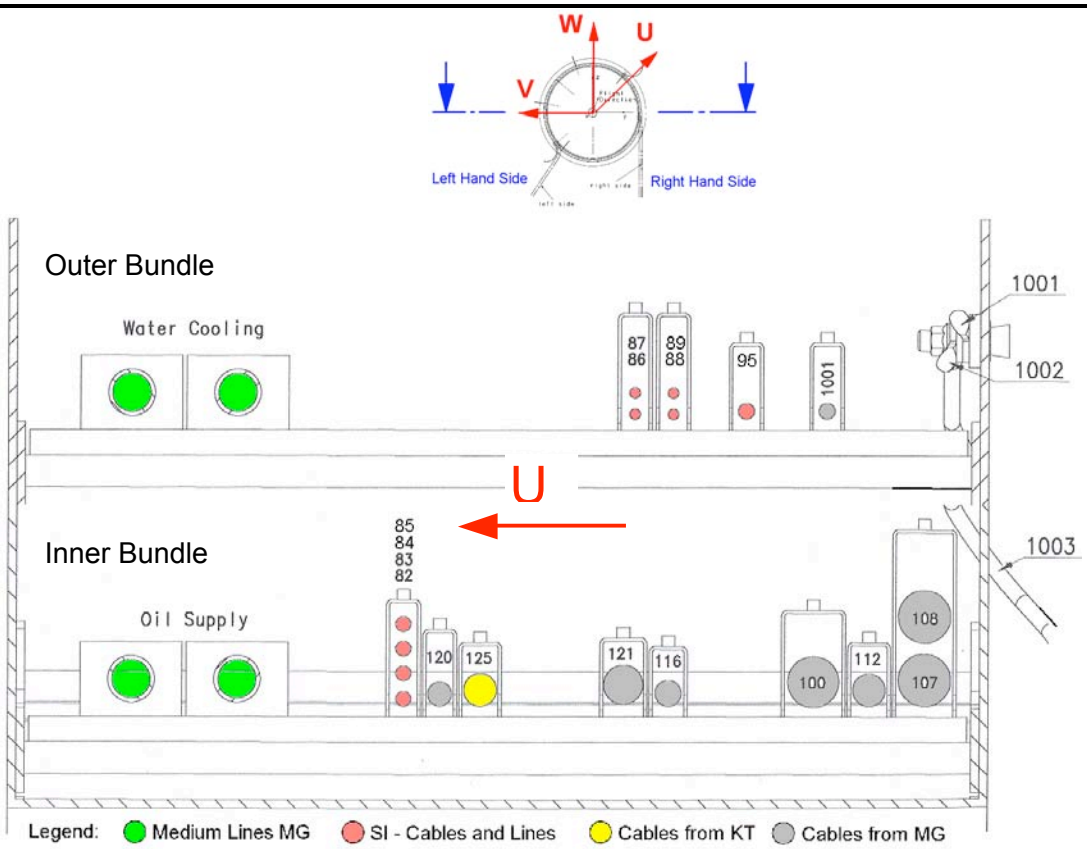
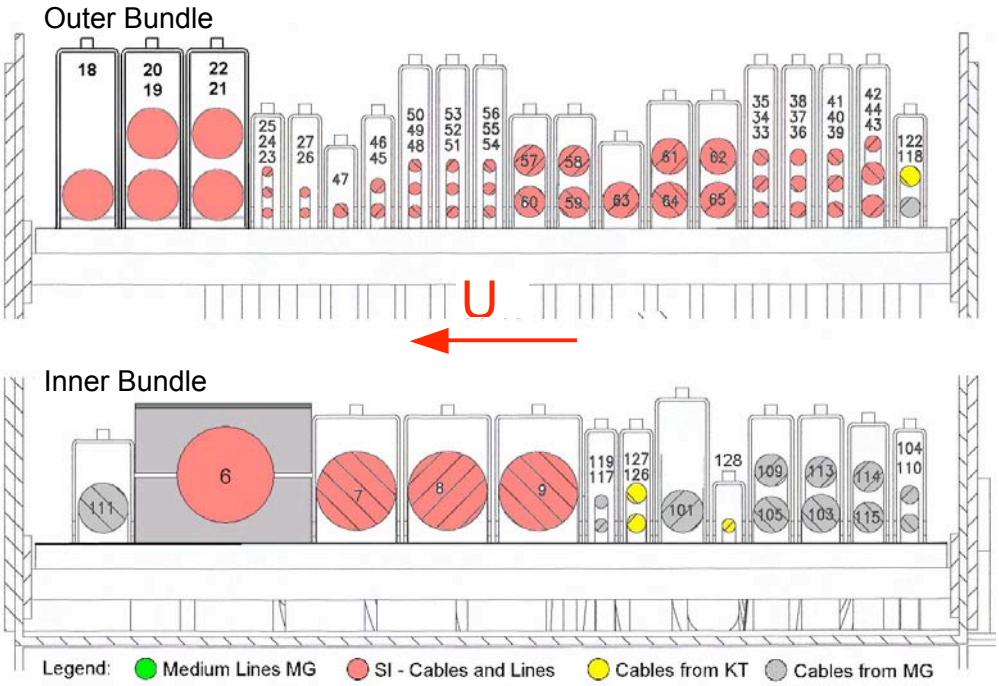
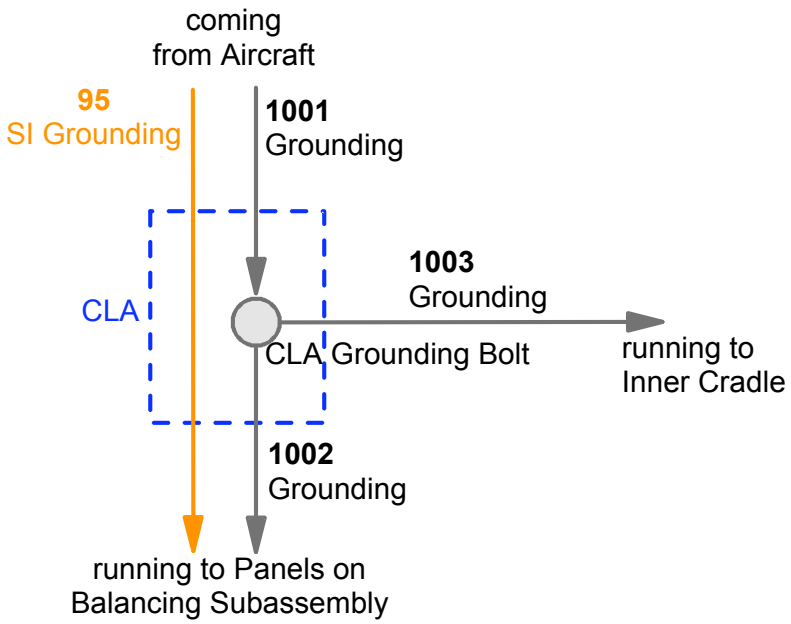
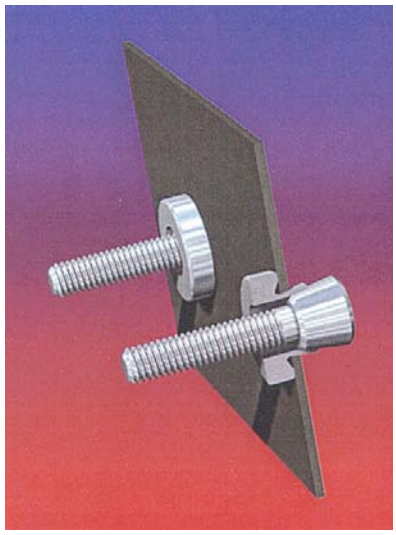

Figure 3: Right Hand Cable Bundle (Power and Medium Lines)
Figure 4: Left Hand Cable Bundle (Signal Lines)
Figure 5: Grounding Scheme CLA
Figure 6: Grounding Bolt
A right hand and a left hand cable bundle runs free from the Cable Load Alleviator to the Cable Tray. The cable and line arrangement from the bundles are shown in the following Figure 3 and Figure 4.
Legend for Figure 3 and 4:
The left hand bundle (see Figure 4) contains all the Signal Lines and the right hand bundle (see Figure 3) all the Power and Medium Lines. The Lines for Science Instrument (SI) are generally included in the outer cable bundles. The SI Blower Lines (stainless with braid) are contained in the left hand inner cable bundle. The SI-Grounding is separated from the TA-Grounding. All Panels have a Grounding Bolt (see **Figure 6**) for grounding and bonding the panel carrier. **Figure 5** shows a scheme for the CLA Grounding.
The arrangement of the SI cables and lines within the cable bundles is presented in Figure 3, Figure 4 and in RD 03.